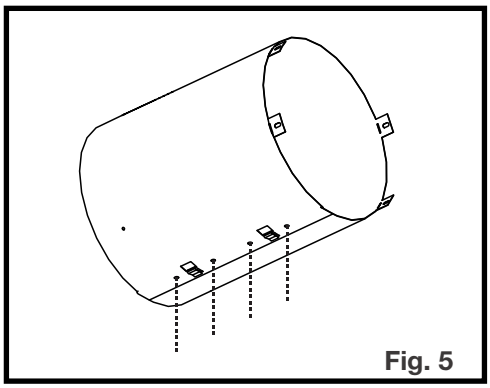

Fig. 5
5. Ensure both ends line up and secure ends with clip and fasteners **(Figure 5)**.